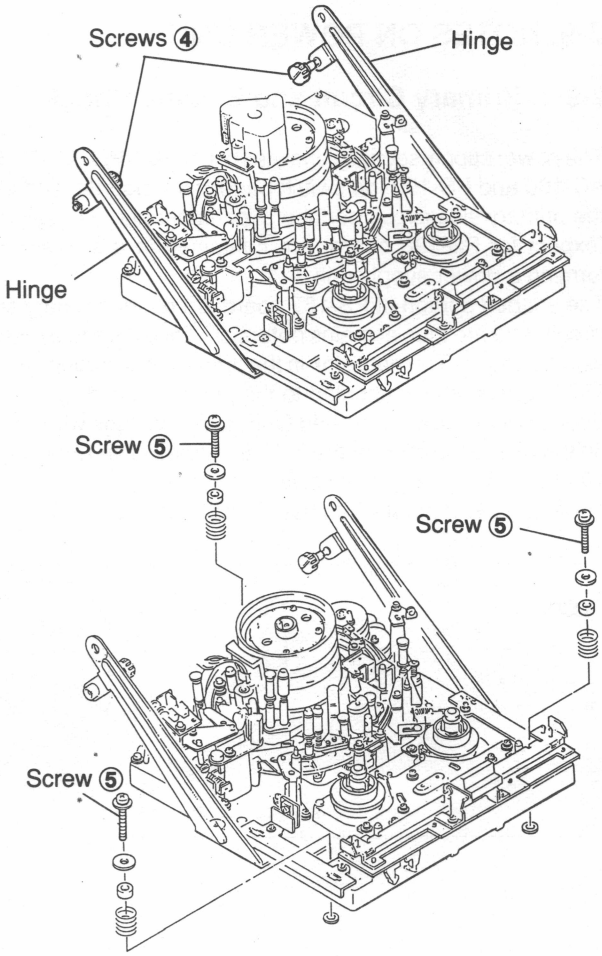
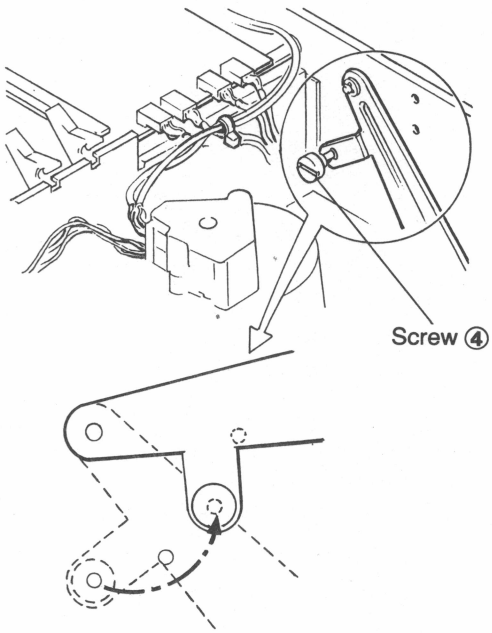

Fig.2-8-2 TTP Ass'y Lifting (1)
Fig.2-8-3 TTP Assy Lifting (2)
(1) Loosen two of screw ④ of the right and left hinges shown in Fig.2-8-2.
(2) Loosen three of screw ⑤ fixing the TTP base.
(3) As shown in Fig.2-8-3, lift the TTP ass'y to the arbitrary position. Fasten screws ④ of the right and left hinges to fix the TTP ass'y.